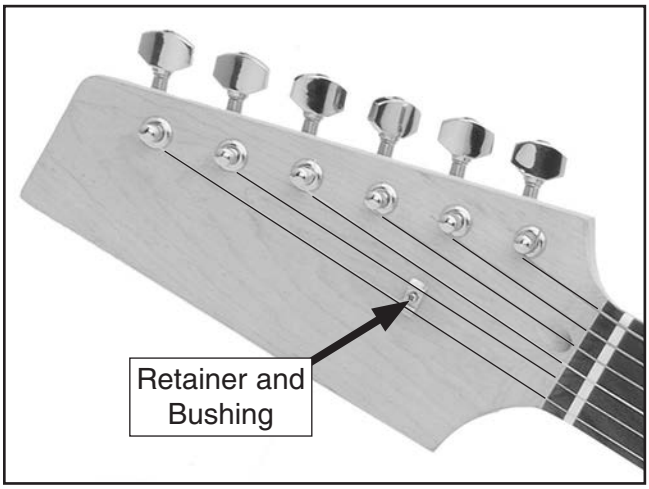

Figure 29. String retainer locations.
The string retainer mounts between the 1st and 2nd strings, as shown in **Figure 29**. String retainers are designed to hold the strings down against the nut to achieve correct tuning.
3. Slide a #2 x ⅜" screw through a retainer and small bushing, and fasten it to the back hole on the headstock (see **Figure 29**).